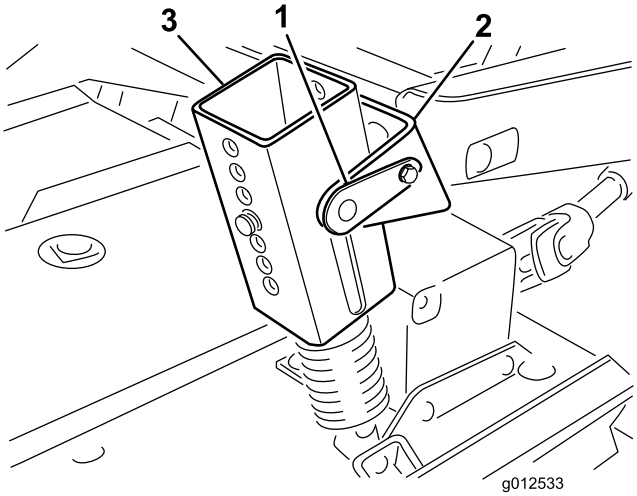

Figura 1
2. Apenas nas unidades de tração da série 200, desligue o contrapeso da unidade de tração, retire os pinos de bloqueio dos suportes, separe os conjuntos da mola tensora dos suportes e deite-os na plataforma. Fixe, sem apertar, os pinos de bloqueio aos suportes para evitar perdê-los (Figura 1).